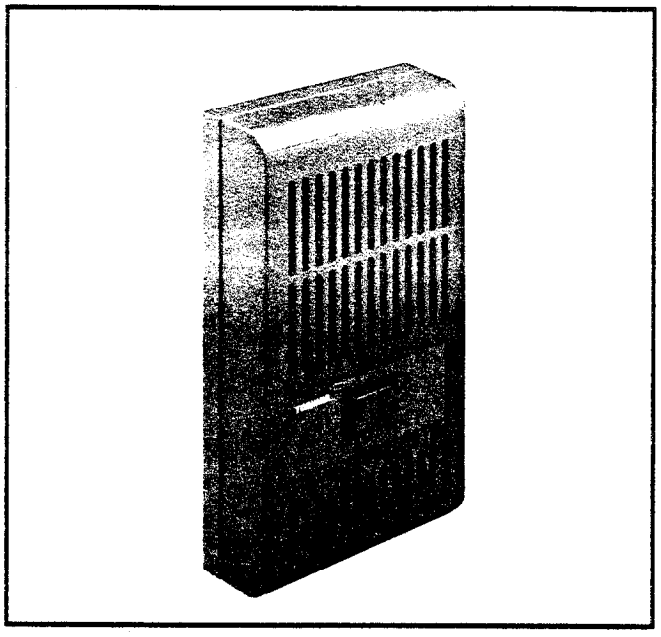

FIGURE 17 — DOOR PHONE
06.27 The optional door phone/monitor station (Figure 17) allows a door phone unit to distinctively ring pre-selected station(s). When a station dials an individual door phone, a circuit providing monitoring capabilities on intercom is established. This option requires station 13 or 14 to be replaced by a door phone control unit (HDCB) and up to three door phone units (MDFBs).